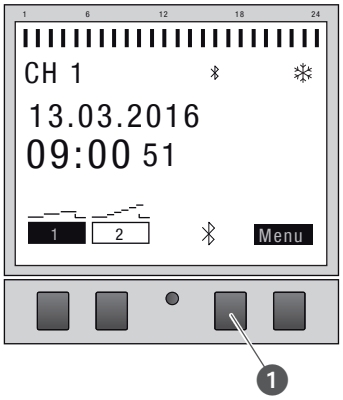

Fig. 20: Opbygning af Bluetooth-forbindelse på kontakturet
1. Tryk på Bluetooth-knappen (Fig. 20/❶) på kontakturet.